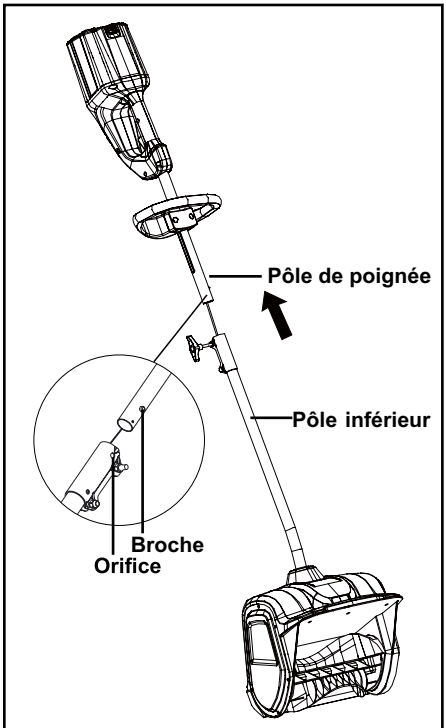

Fig. 2
• Alignez la broche du pôle de la poignée et l'orifice situé sur le pôle inférieur. (Fig. 2).